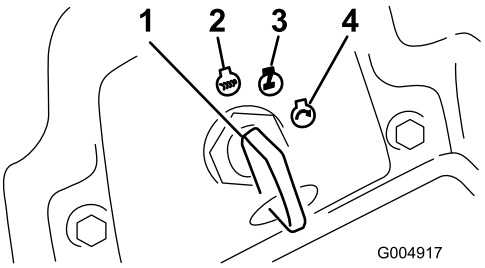

Figur 16
6. Vri tenningsnøkkelen med klokken til kjørestilling (Figur 16).
3. Vri tenningsnøkkelen til av-stilling (Figur 16). Vent til alle bevegelige deler stanser før du forlater førerstillingen.